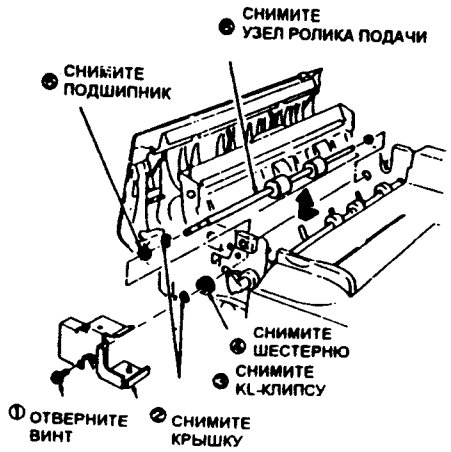

Рис. 3 DUP4-069
5. (Рис. 3): Снимите узел ролика подачи.